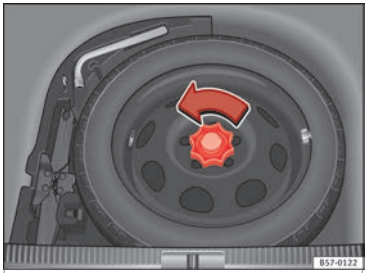

Fig. 246 Compact temporary spare wheel: raised floor panel.
– Turn the thumb wheel anti-clockwise ››› Fig. 246.